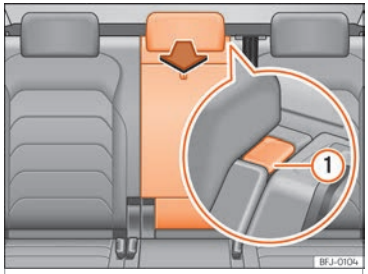

Fig. 165 Sullo schienale del sedile posteriore: apertura della sponda per carichi lunghi.
- Premere il tasto di sblocco ››› fig. 165 ① e ribaltare la sponda in avanti ››› ⚠.